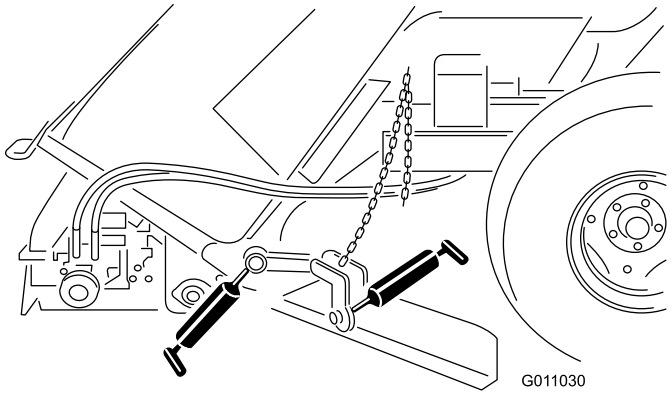

Figuur 34
- Bevestiging van pluggenschuif (Figuur 34).
- Naaf van pluggenschuif (Figuur 34).